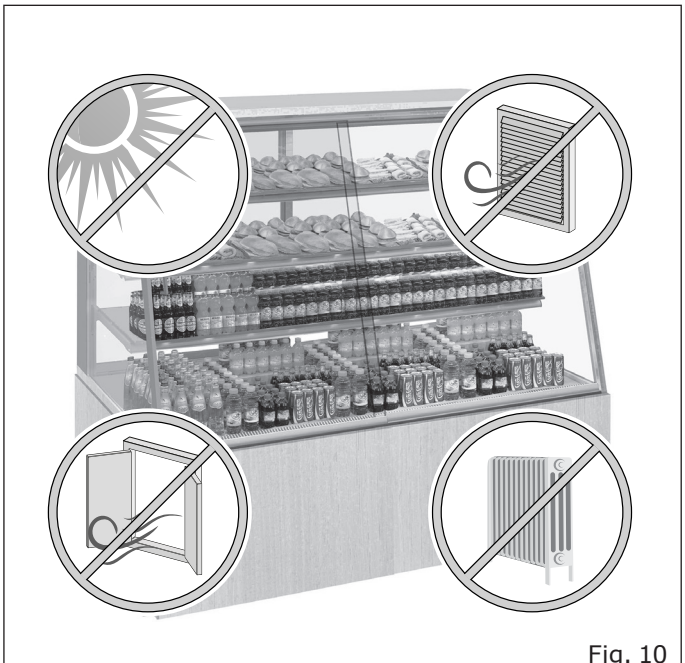

Fig. 10
- Loin de toute source de chaleur, rayons directs du soleil, portes, fenêtres, ventilateurs et bouches d'aération ("Fig. 10").